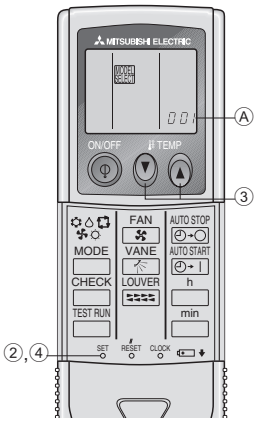

Fig. 6-7
3) Preparación inicial (Fig. 6-7)
① Introduzca las pilas.
② Pulse el botón SET con algún objeto puntiagudo.